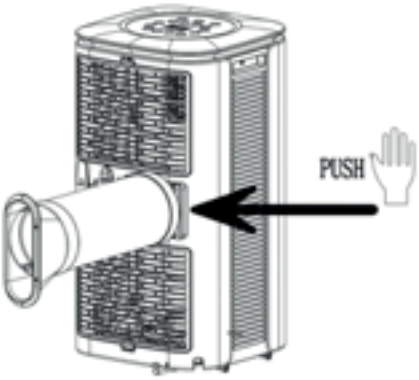

Afb. 1
1.1 Installeer de hete pijp onderdelen (zoals afgebeeld in Afb.1): schroef de hete pijp onderdelen (uitlaatuiteinde) in de uitlaatpoort op het achterpaneel.